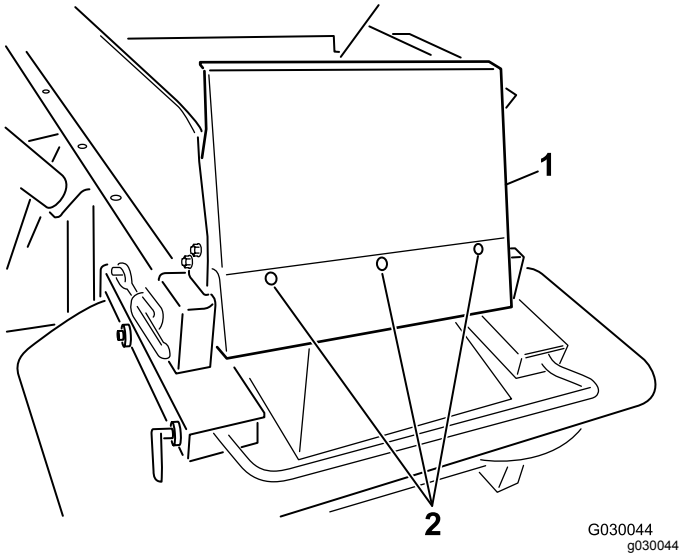

**Figuur 7**
6. Plaats het hopperscherm met behulp van de bijgeleverde ¼" x ⅝" bolkopbouten en nylon borgmoeren (Figuur 7).